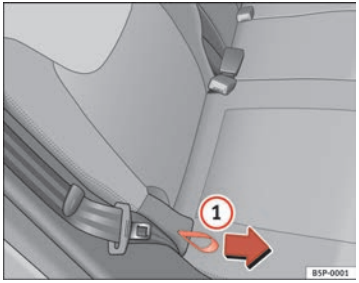

Fig. 99 Rear seat back-rest angle adjustment
– Hold the backrest at the top. Pull the loop on the side of the seat ⇒ fig. 99 (1) in the direction of the arrow and hold the loop in this position. Push the backrest to the required position and release the loop.